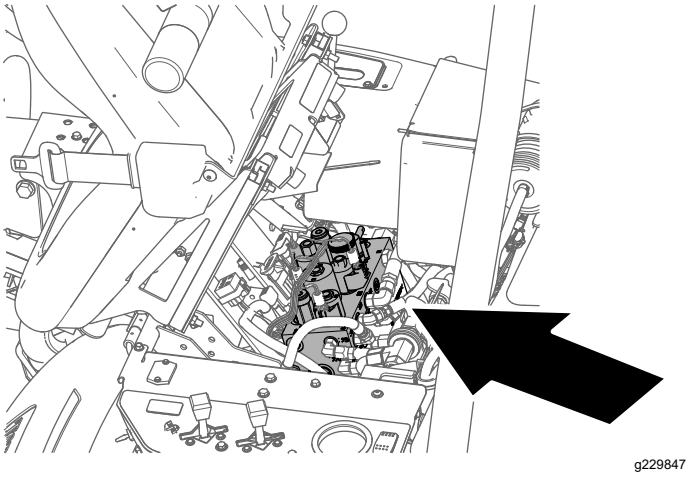

Rysunek 54
2. Odchyl fotel operatora do przodu i podeprzyj go podpórką (Rysunek 54).